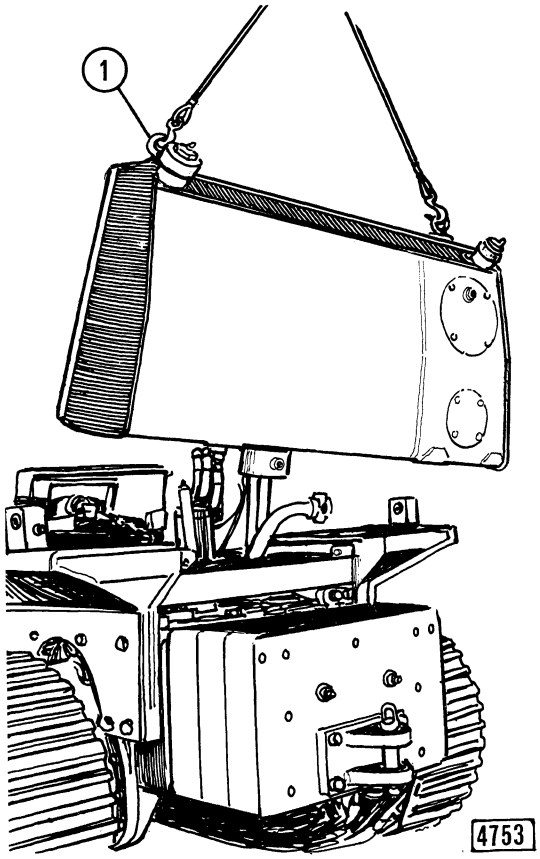

Fig. 15-3 - Removing hydraulic oil tank using chain sling 75292914.
NOTE - For routine maintenance instructions on oil draining and refilling, cleaning of tank and suction filter (6, fig. 15.3), and replacement of return filter (5), consult the Operation and Maintenance Manuals supplied with each machine.
Lift off the tank using threaded lift eyes 75295220 and sling chain 75292914 as shown in fig. 15-3.